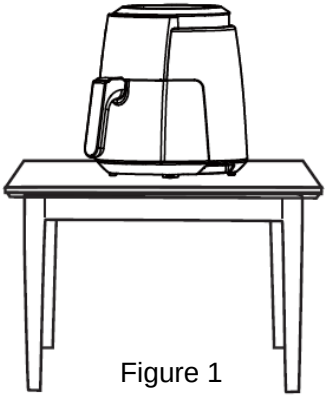

Figure 1
1. **Le produit doit être placé de manière stable sur une surface plane (Figure 1), de façon à ce que le cordon d'alimentation soit suffisamment long pour être branché dans la prise et que l'air puisse continuer à circuler autour du produit, et ne doit pas se trouver à proximité d'objets inflammables.**